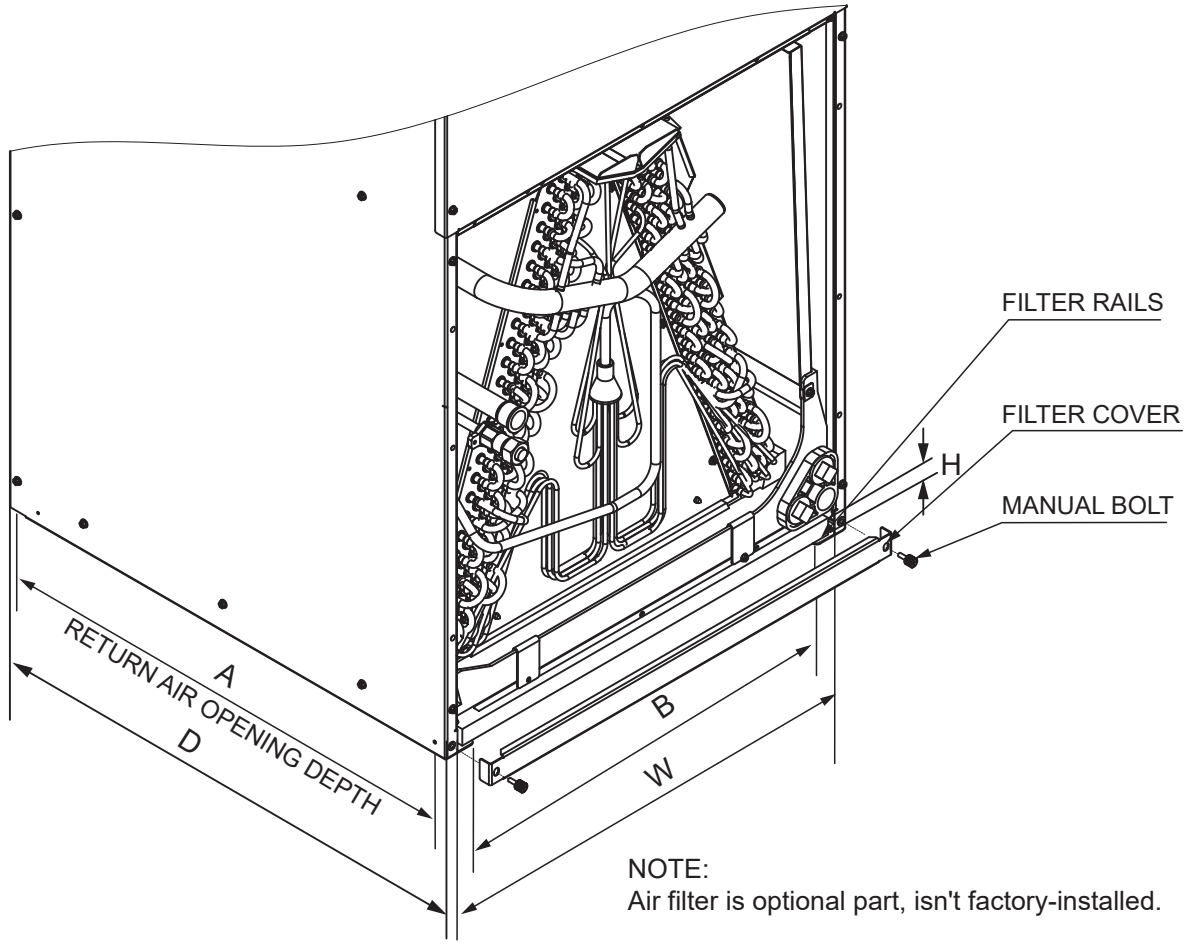

Fig.12 EXTERNAL FILTER BASE
1. Remove bolts manually, remove air filter recover, see in Fig.12.